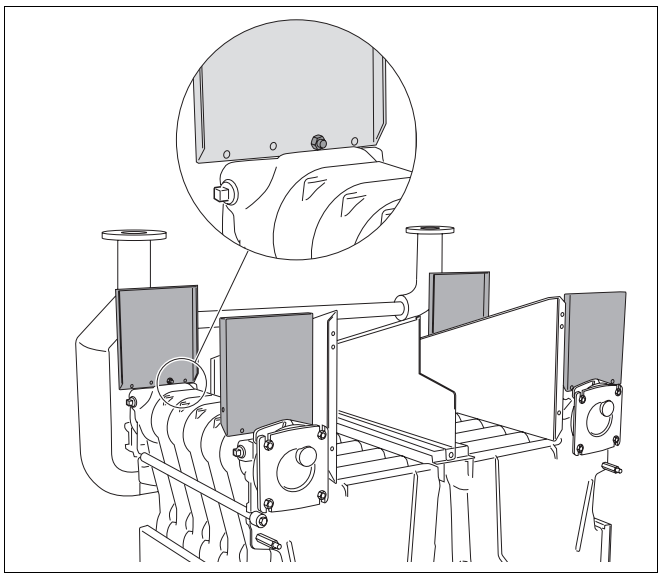

Rys. 45 Montaż wsporników
- Przykręcić cztery wsporniki do członów końcowych obu bloków kotła, każdy śrubą M8 × 35 i nakrętką z włożoną podkładką. Otwarte strony wsporników muszą być skierowane do wewnątrz. Wsporniki wystają na zewnątrz (rys. 45).